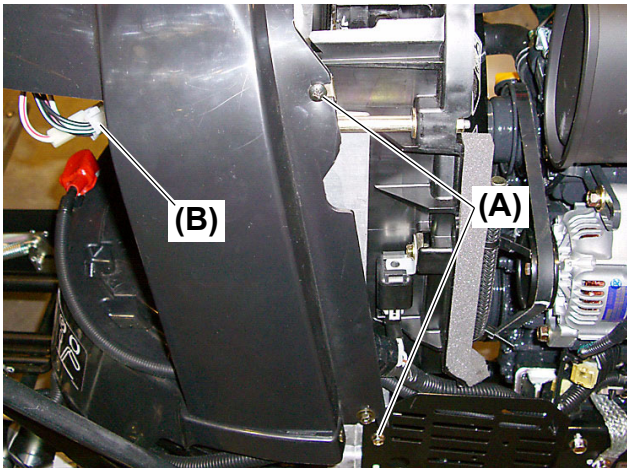

Fig. 5
4. Remove the two (2) screws **(Fig. 5, (A))** and two (2) starter key switch connectors **(Fig. 5, (B))** from the right side of the dashboard upper.